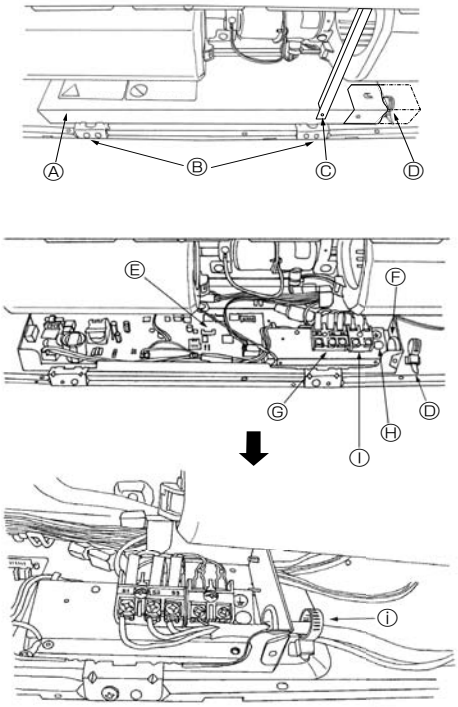

Fig. 6-1
6.1. Cableado eléctrico (Fig. 6-1)
Conecte firmemente los cables eléctricos a sus terminales correspondientes (Fig. 6-1)